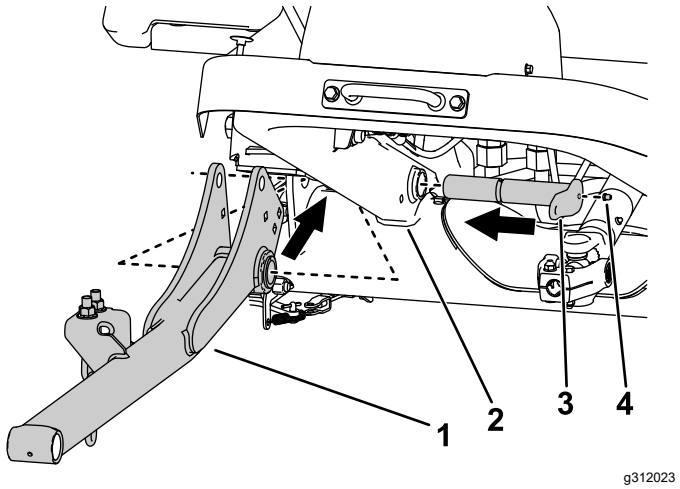

**Figura 5**
2. Montate i bracci di sollevamento al telaio della macchina con 2 perni grandi (Figura 5).
3. Montate i raccordi d'ingrassaggio sui perni grandi (Figura 5).